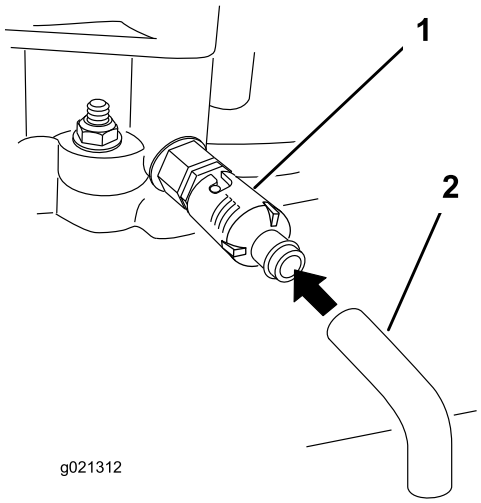

Figur 24
5. Ställ ett kärl under tömningsslangen. Rotera oljetömningsventilen så att oljan töms ut (Figur 24).
7. Ta bort tömningsslangen (Figur 24).